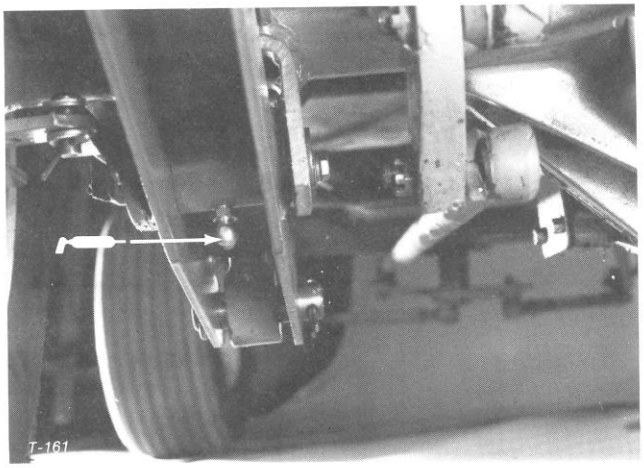

Figure 22
1. The cutting unit has bearings and bushings that must be lubricated, and these lubrication points are: caster spindle bushings (Fig. 19); castor wheel bearings (Fig. 19); blade spindle bearings (Fig. 20) and cutting unit frame pivot bushings (Fig. 22).